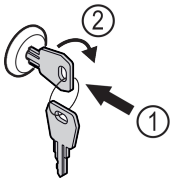

Fig. 90 Example illustration
▶ Insert key *Fig. 90 (1)*.
▶ Turn key clockwise by 90° *Fig. 90 (2)*.